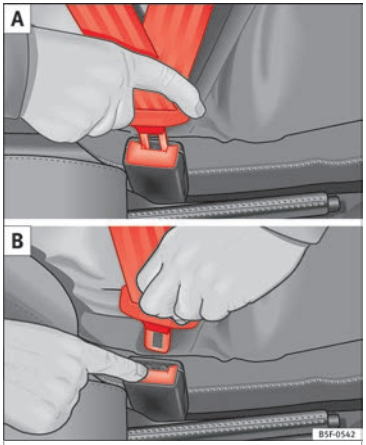

Fig. 54 Positioning and removing the seat belt buckle.
- Insert the latch plate into the buckle for the appropriate seat and push it down until it is securely locked with an audible click ››› Fig. 54.
- Press the red button on the belt buckle ››› Fig. 54. The latch plate is released and springs out ››› ⚠.